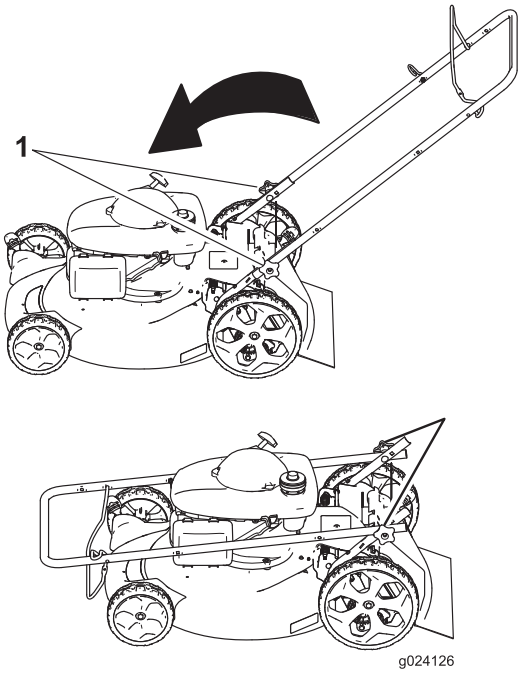

Figure 22
1. Desserrez les boutons du guidon jusqu'à ce que le guidon bouge librement (Figure 22).
1. Bouton du guidon (2)
2. Pliez le guidon en avant comme indiqué à la (Figure 22).